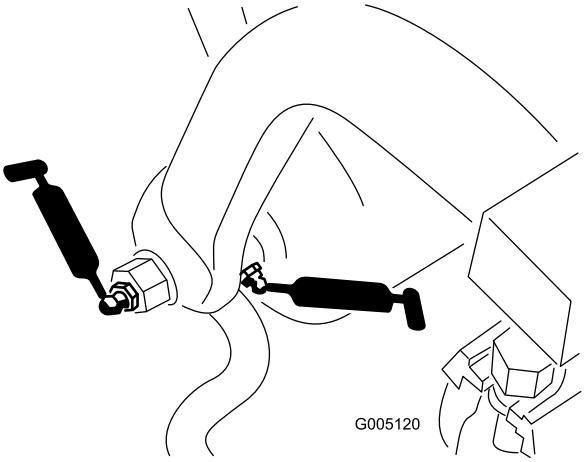

Figur 28
- Dragramens axel och rulle (12) (Figur 28)